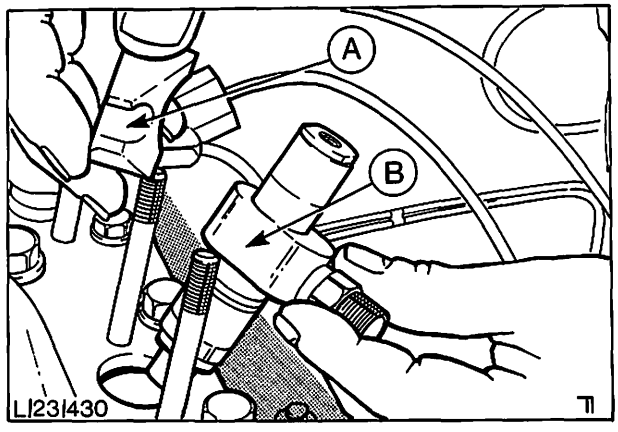

Abb. 50 Einspritzdüsenausbau
6. Zwei Muttern von jeder Einspritzdüse entfernen und Befestigungsbügel und Einspritzdüse abnehmen (Abb. 50).